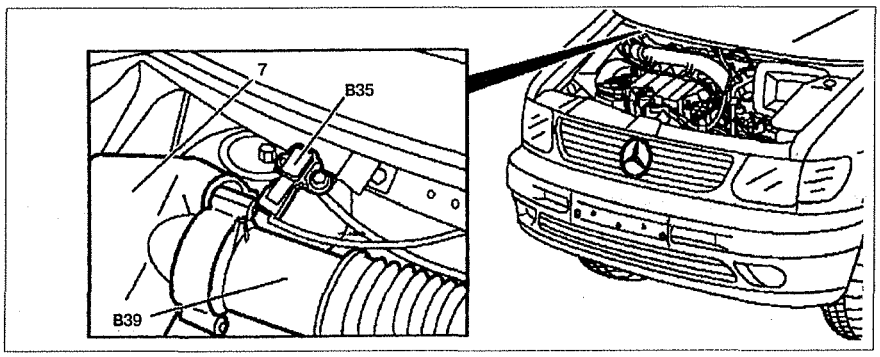

Рис. 5.51. Датчик давления сжатого воздуха:
1. Отсоедините разъем проводки от датчика давления сжатого воздуха **B35** (см.рис.5.51).